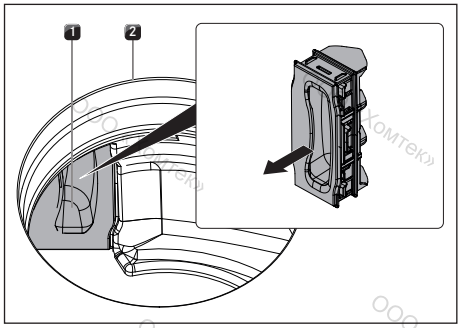

рис. 8.4 Снятие откидной крышки фильтра
- ▶ Вытяните находящуюся внутри отверстия для впуска воздуха откидную крышку фильтра из отверстия корпуса фильтра (снятие откидной крышки фильтра, см. рисунок рис. 8.4).